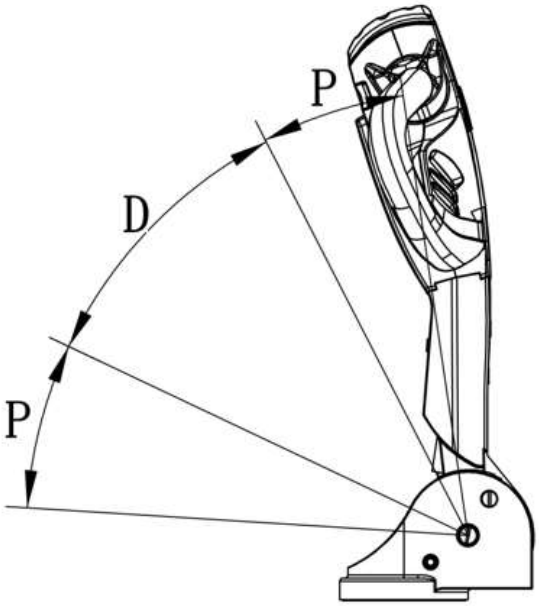

Рис. 9 – Углы наклона рукояти
— переведите рукоять управления в тормозной диапазон (P) (см. рис. 9);